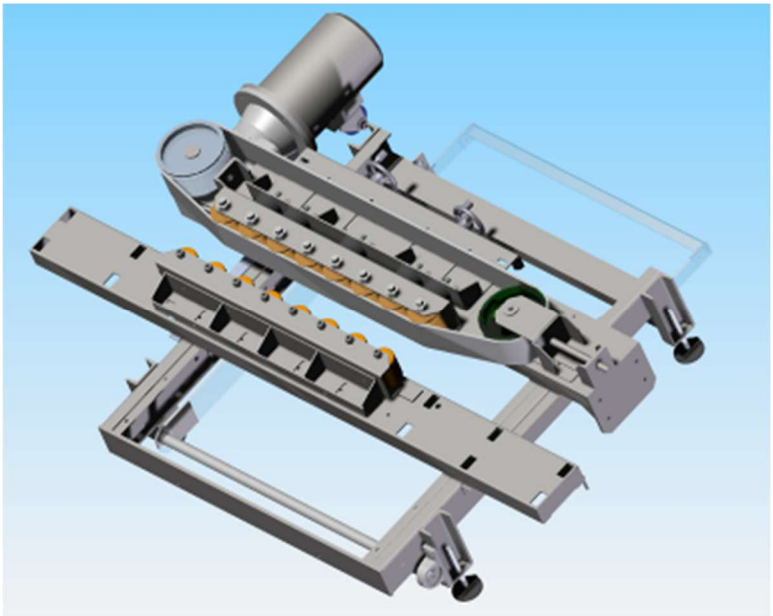

Figura 23– Gruppo di spinta
- modulo di spinta (v.Figura 23);